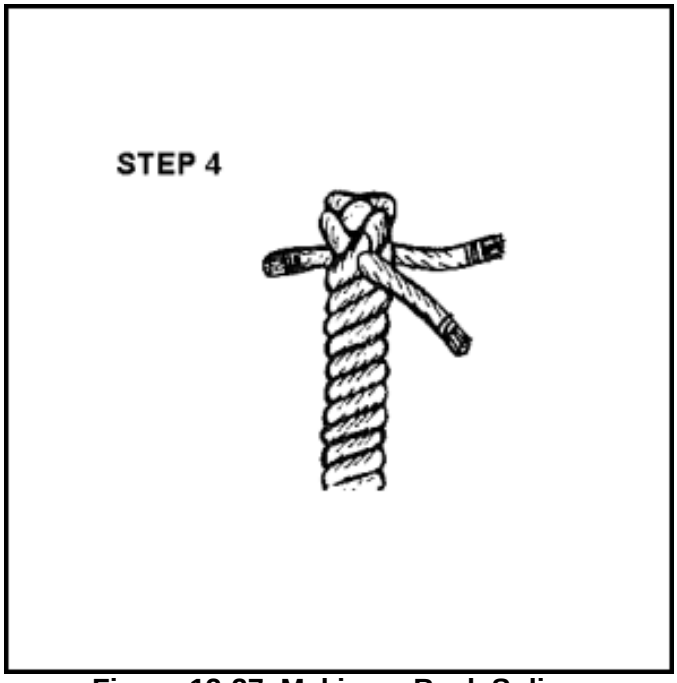

Figure 12-27. Making a Back Splice, Step 4
- **Step 4.** Turn the line and tuck each strand. Three complete tucks are required for each strand (Figure 12-27).